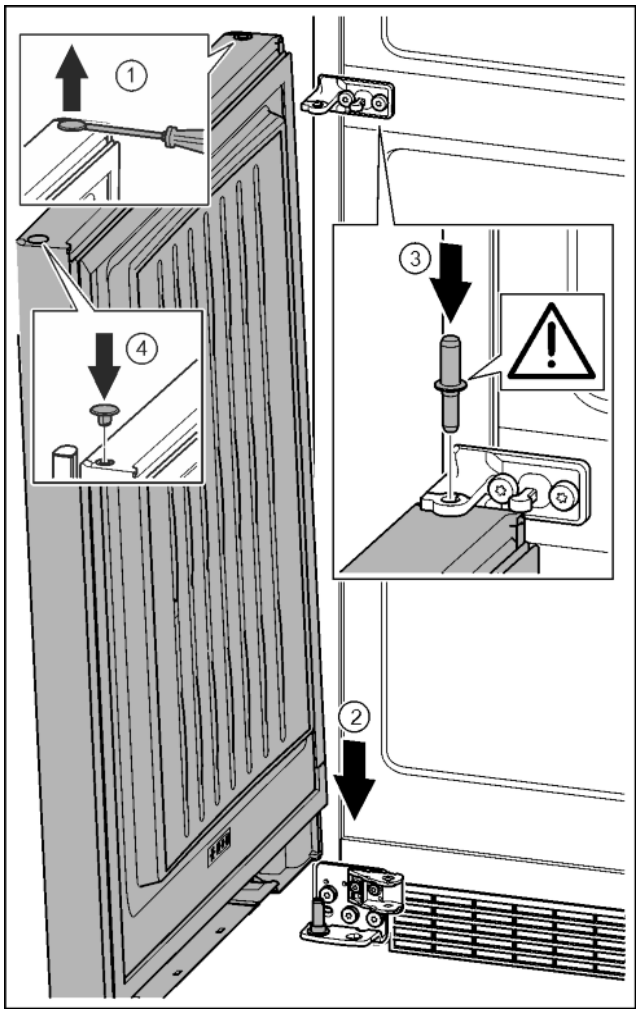

*Fig. 33*
▶ Carefully lift up the plugs and remove them with a slotted screwdriver. *Fig. 33 (1)*
▶ Position the door from above onto the lower bearing bolts. *Fig. 33 (2)*
▶ Insert the middle bearing bolt through the middle bearing bracket into the lower door. Ensure here that the catch mechanism points backwards. *Fig. 33 (3)*
▶ Insert the plugs again on the other side of the door. *Fig. 33 (4)*